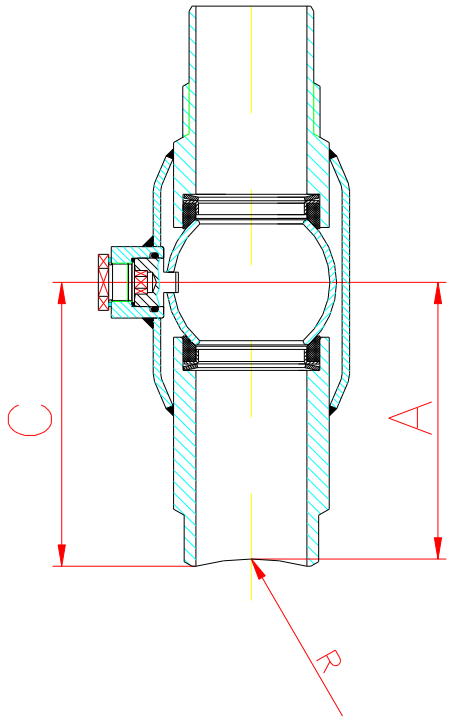

rys. 1
- Przygotuj ten koniec zaworu, który chcesz przyspawać tak, aby pasował do promienia rury głównej , fazuj krawędzie według zasad poprawnego spawania (patrz **rys.1)**. Spaw musi spełniać lokalne normy pod względem wymiaru i wytrzymałości. Jeśli zajdzie taka potrzeba należy zastosować kołnierz wzmacniający.